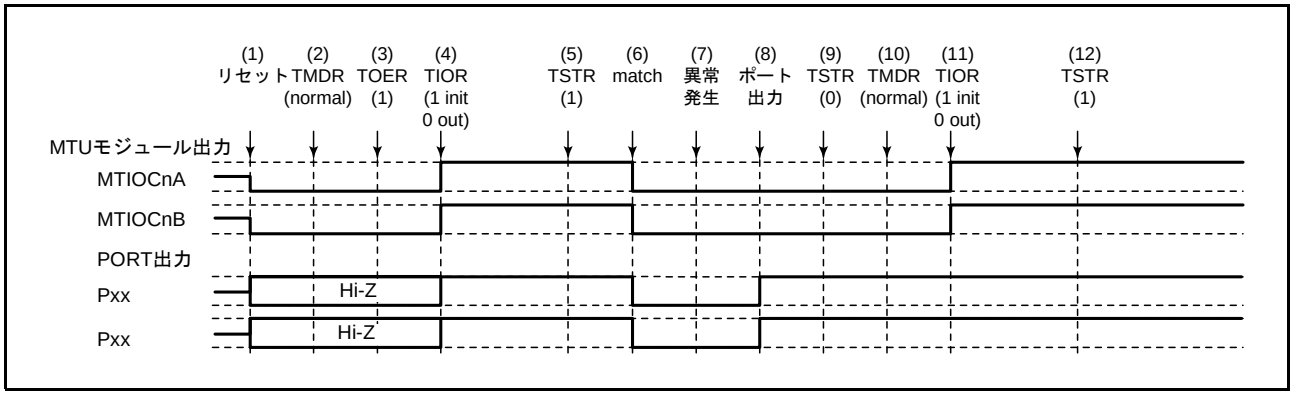

図 18.125　ノーマルモードで異常が発生し、ノーマルモードで復帰する場合
ノーマルモードで異常が発生し、再設定後ノーマルモードで再スタートする場合の説明図を図 18.125 に示します。
(1) ～ (9) は図 18.125 と共通です。
(10) PWM モード 1 を設定します。
(11) TIOR で端子を初期化してください（PWM モード 1 では MTIOCnB 側は初期化されません。初期化したい場合はノーマルモードで初期化した後、PWM モード 1 に移行してください）。
(12) TSTR で再スタートします。
（1）～（9）は図 18.125 と共通です。